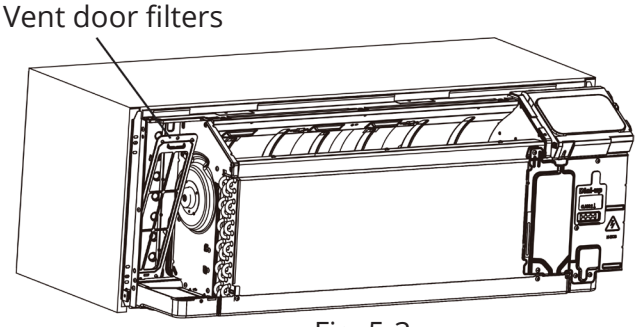

Fig. 5-3
- Press down and remove the vent door as shown. (See Fig. 5-3.)